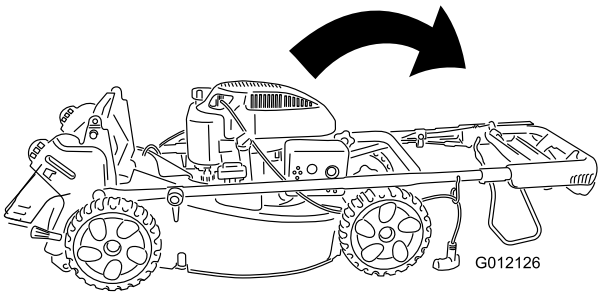

Figuur 4
2. Beweeg het bovenste deel van de handgreep voorzichtig naar voren totdat de helften van de handgreep in een lijn staan en laat ze dan in elkaar vallen Figuur 4.